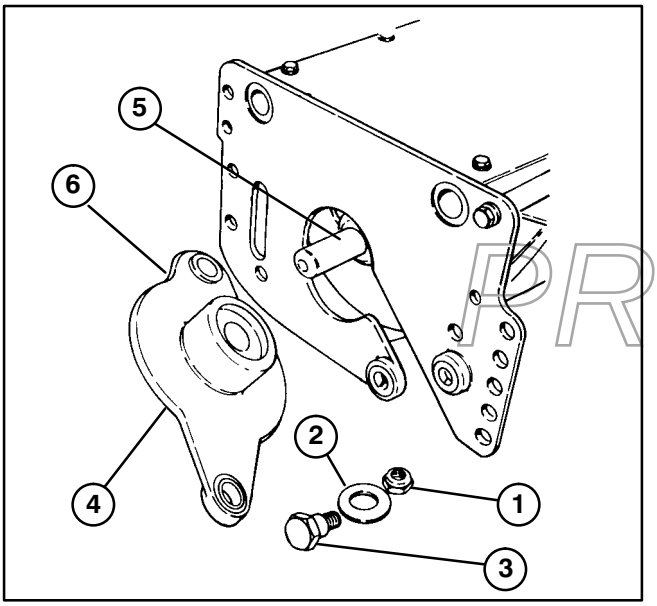

Figure 28
2. Remove the shoulder bolts, bushings and spacers from each end of the unit and remove the bedbar/bedknife assembly (Fig. 28).
3. Remove the inboard locknut from the adjuster pin, the fasteners for the bracket and remove the adjusting handle assembly from the sideplate (Fig. 28).
1. Inspect the flange bushings in the mounting holes for the drive housing and bearing housing for wear (Fig. 28). Replace, if necessary.
7. Insert the shoulder bolt through the Belleville washer and rear housing mounting hole. Slide the bolt through the sideplate mounting hole (Fig. 28). Install the cone nut locknut onto the bolt. Tighten the cone nut to 45 – 55 ft.–lbs.